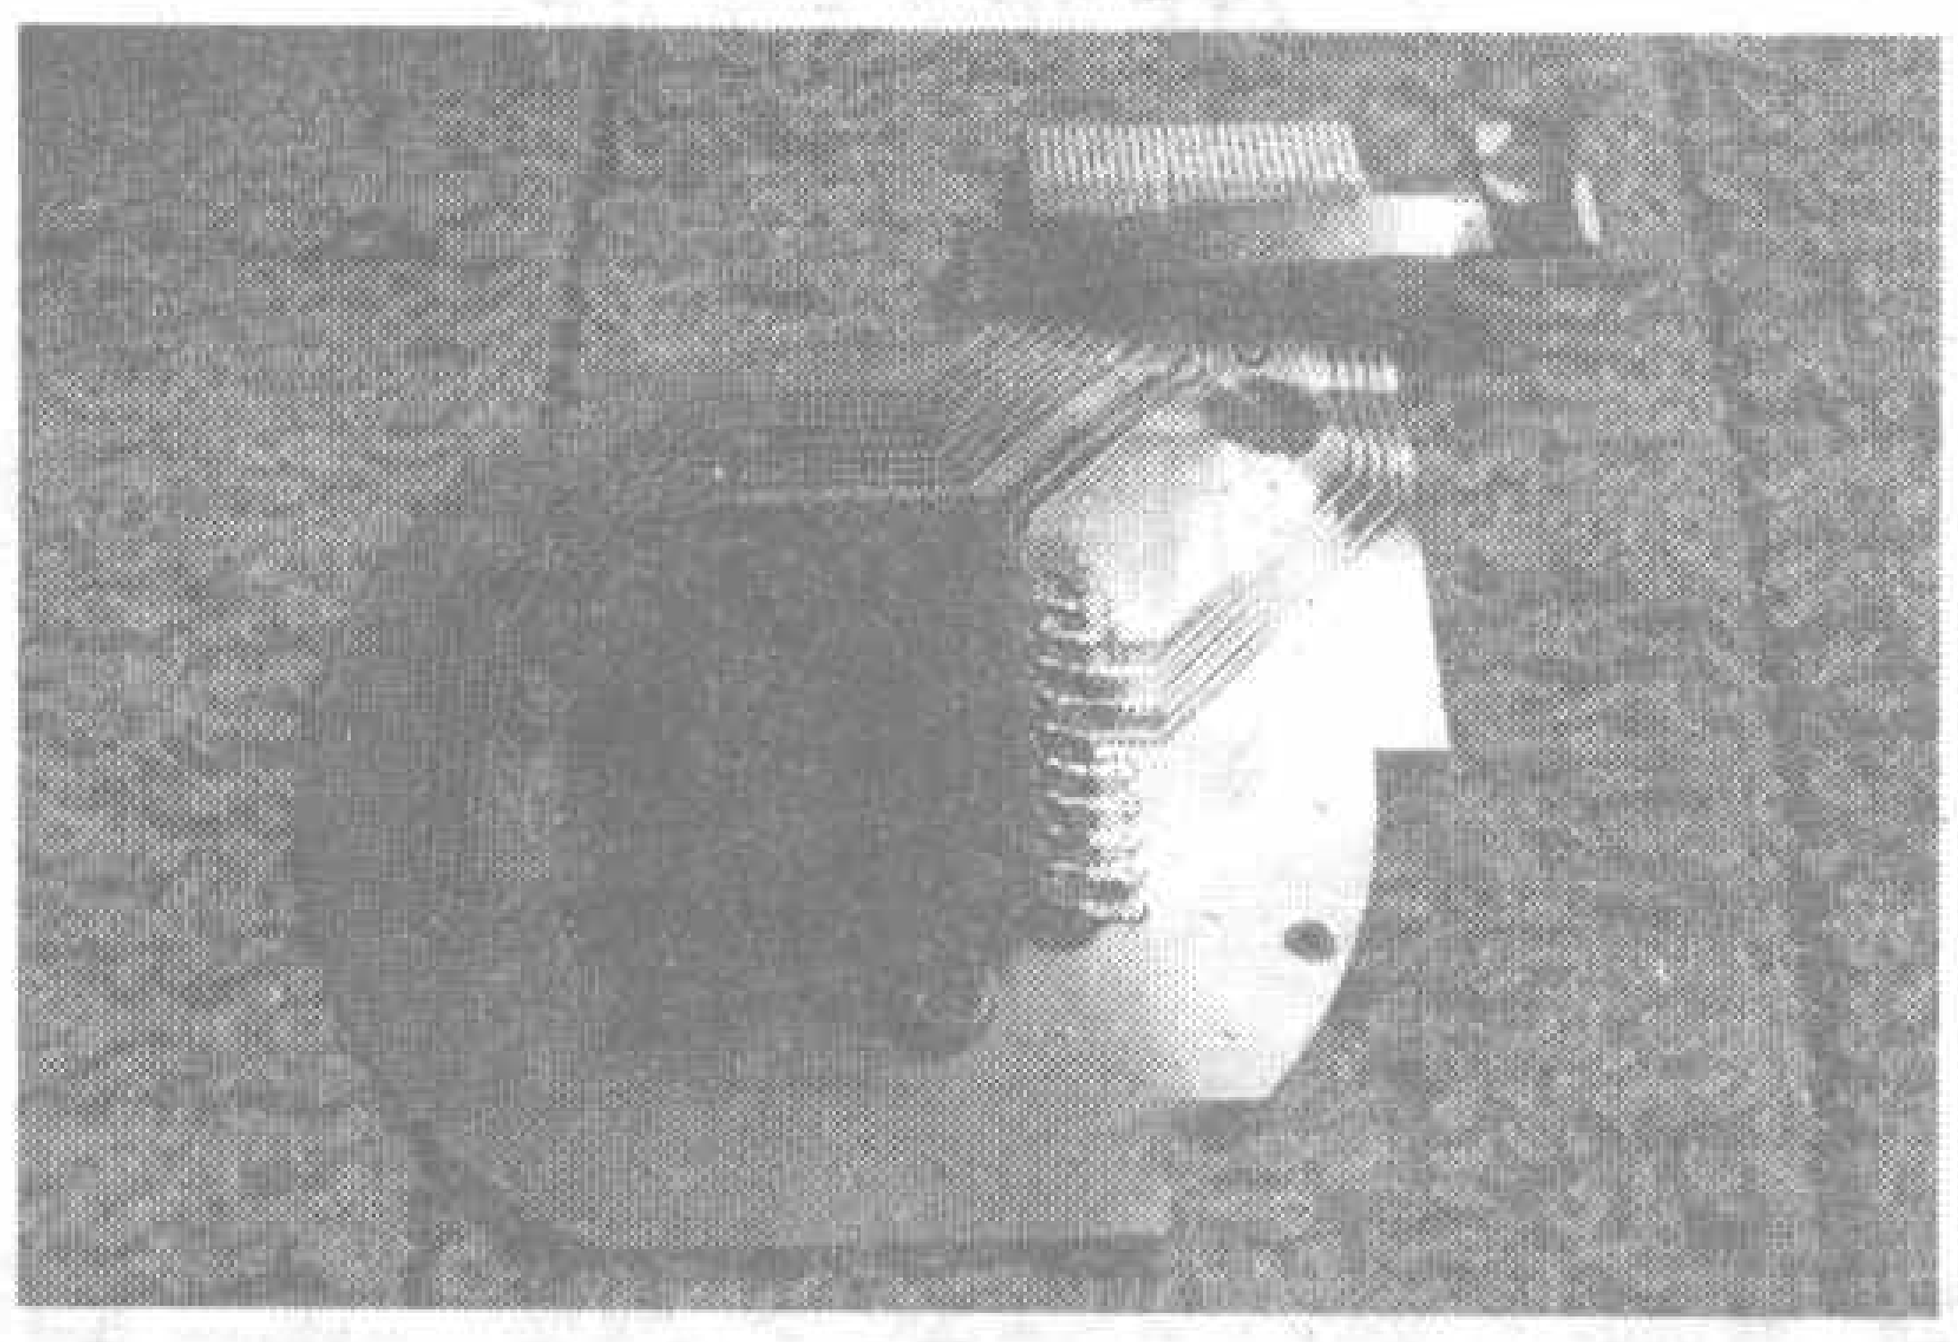

图 14
2.图14所示的是CCD。E-520相机使用的是SONY的1/1.8英寸、500万像素的CCD，型号是ICX452AQFC，采用SOP-20封装。